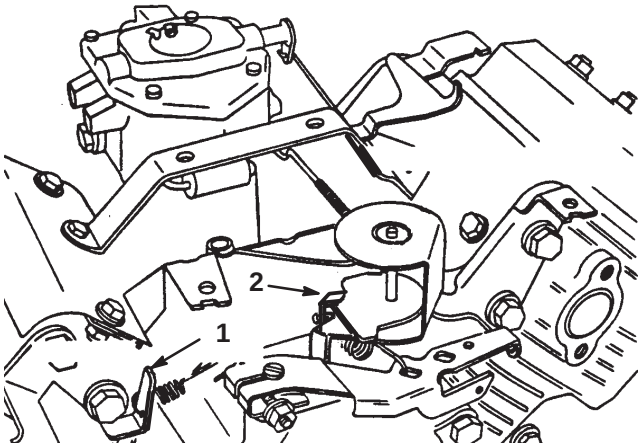

**Figure 38**
3. Bend the governed idle spring anchor tang (Fig. 38) to attain an idle speed of 1450±50 RPM. Check the speed with a tachometer.
5. Move the throttle control to the Fast position. Bend the high speed spring anchor tang (Fig. 38) to attain a high speed of 2850±50 RPM.